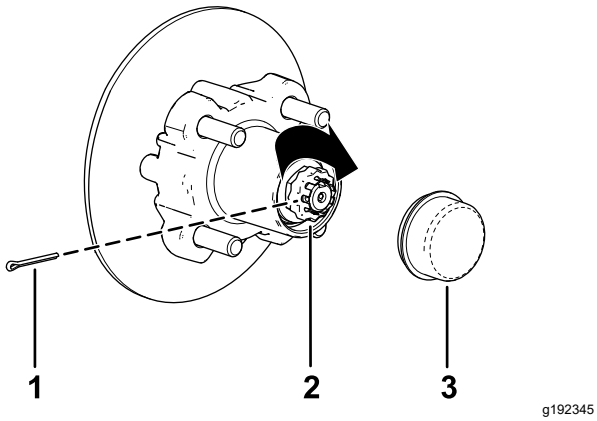

**Figuur 35**
8. Monteer de borgschroef over de moer en controleer de uitlijning van de sleuf in de schroef en de opening in de as voor de borgpen (Figuur 35).
9. Monteer de borgpen en plooi beide uiteinden rond de borgschroef (Figuur 35).
10. Plaats de stofkap op de naaf (Figuur 35).